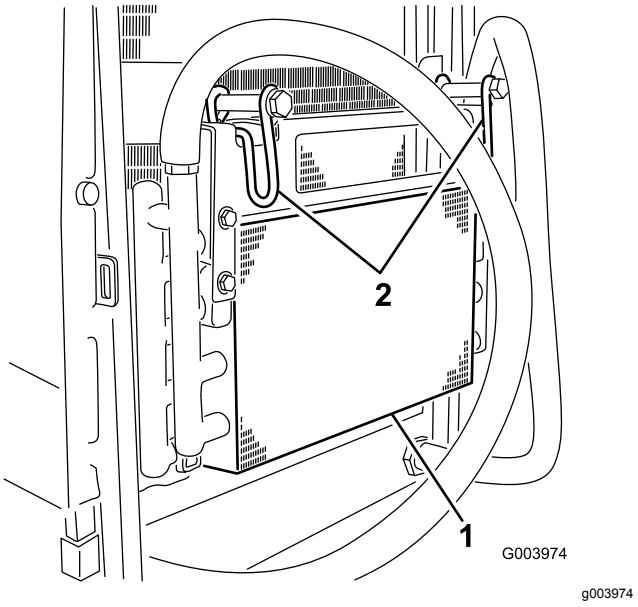

Figur 61
5. Drej låsehåndtagene indad, så oliekøleren løsgøres (Figur 61).